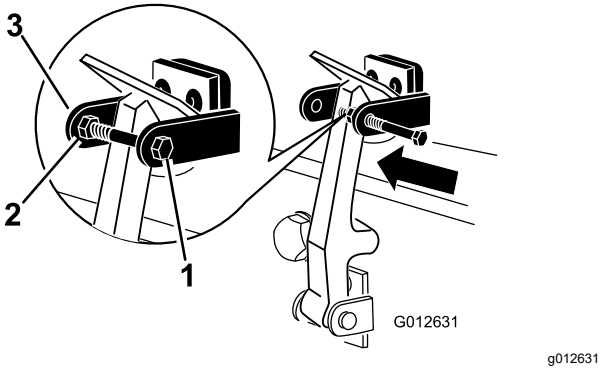

Figur 6
8. Monter bolten på panserlåsbrakettens andre arm for å låse låsen i stilling (Figur 6). Skru til bolten, men ikke stram mutteren.